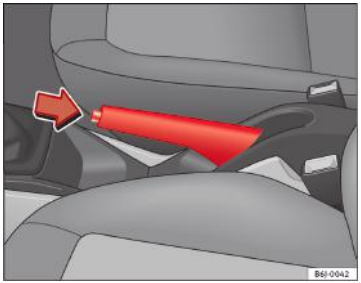

Fig. 111 Frâna de mână amplasată între scaunele din față
– Trageți ferm în sus maneta frânei de mână ⇒fig. 111.
– Ridicați ușor maneta, apăsați butonul de deblocare în sensul săgeții ⇒fig. 111 și coborâți complet maneta frânei de mână ⇒⚠.